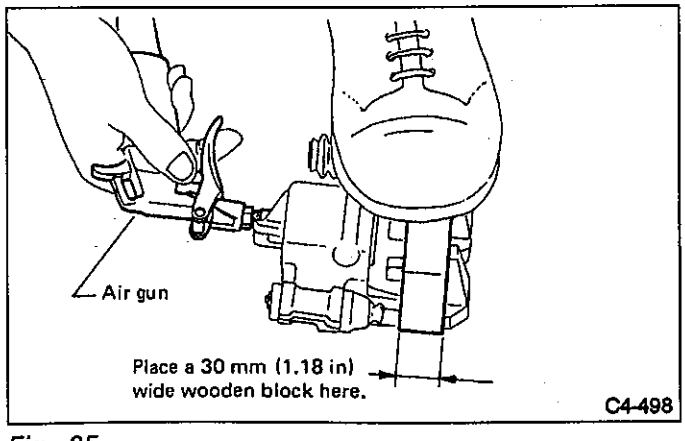

Fig. 95
a. Place a wooden block as shown in Fig. 95 to prevent damage to piston.